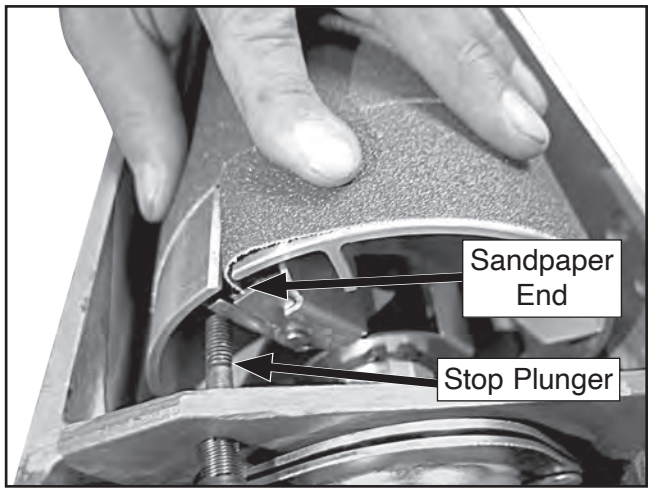

Figure 43. Sandpaper end inserted into clip.
11. Press stop plunger to extend into end of drum (see **Figure 43**) and rotate drum against plunger with moderate force until clamp opening is aligned with drum slot, then insert end of sandpaper fully into clamp.